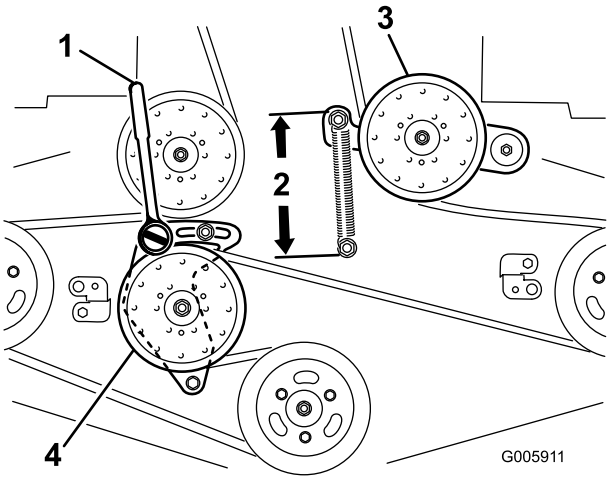

Figur 59
4. Lossa den fasta mellandrevsarmen och justera den för att minska remspänningen (Figur 59).
7. Sätt i en spärrhake med kort förlängning eller en stång i det fyrkantiga hålet på den fasta mellandrevsarmen (Figur 59).
flyttas tills det är ett avstånd på 16,5 cm mellan fjäderkrokarna (Figur 59).